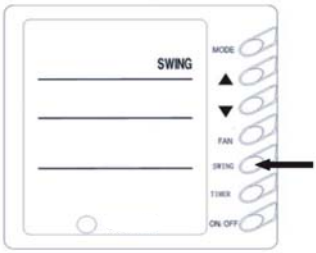

Рис.4
4) SWING (покачивание жалюзи) (рис.4)